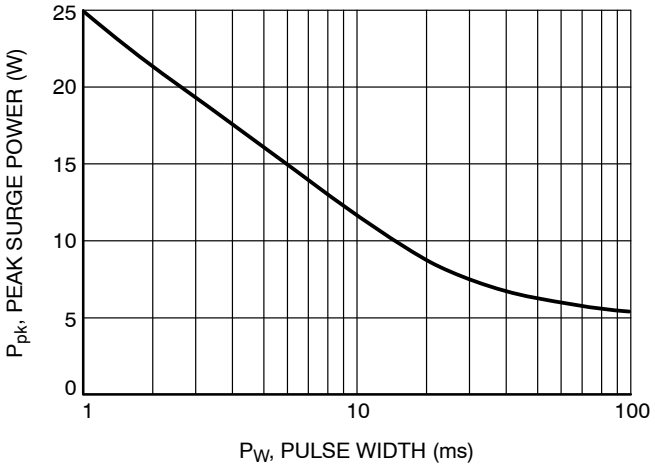

Figure 2. Maximum Non−repetitive Surge Power versus Pulse Width
3. For different square pulse durations, see Figure 2.